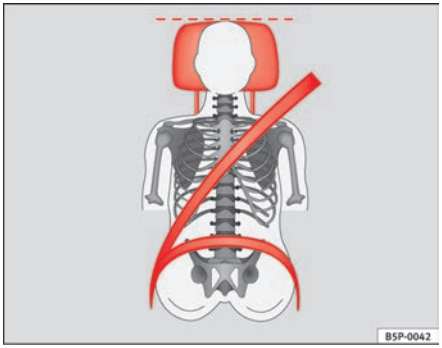

Fig. 12 Correct belt web and head restraint positions, viewed from front
- **The shoulder part of the seat belt must lie on the centre of the shoulder, never across the neck. The seat belt must lie flat and snugly on the torso ⇒ page 25, fig. 12.**